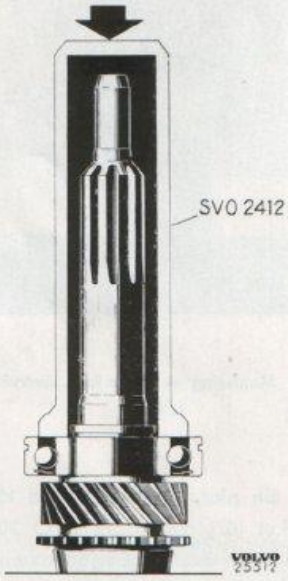

Bild 3-28. Montering av kullager på ingående axel
4. Pressa lagret (64) på ingående axeln med hjälp av dorn SVO 2412, se bild 3-28. Välj ut en låsring av lämplig tjocklek och montera den. Placera de 14 lagerrullarna för huvudaxeln på sin plats i ingående axeln. Använd fett så att rullarna blir sittande på sin plats. Pressa ingående